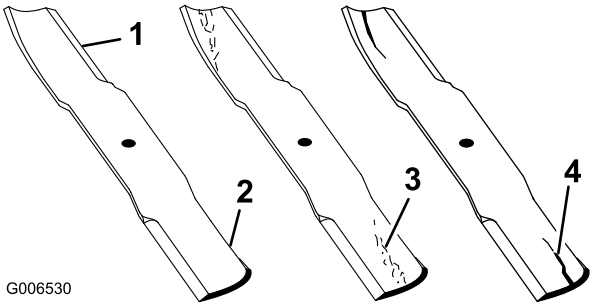

Figuur 22
2. Controleer nauwkeurig de uiteinden van het maaimes, in het bijzonder op de plaats waar het platte en het gebogen deel samenkomen (Figuur 22). Omdat het metaal dat het platte en het gebogen deel van het mes verbindt, kan wegslijten door zand en ander schurend materiaal, moet u dit steeds controleren voordat u gaat maaien. Als u slijtage opmerkt (Figuur 22), moet u het mes vervangen, zie Het maaimes verwijderen.
Als het mes gaat slijten, kan er een groef ontstaan tussen de wiek en het platte deel van het mes (Figuur 22). Uiteindelijk kan dan een stuk van het mes afbreken en van onder de maaikast worden weggeslingerd waardoor de bestuurder of een omstander ernstig letsel kan oplopen.